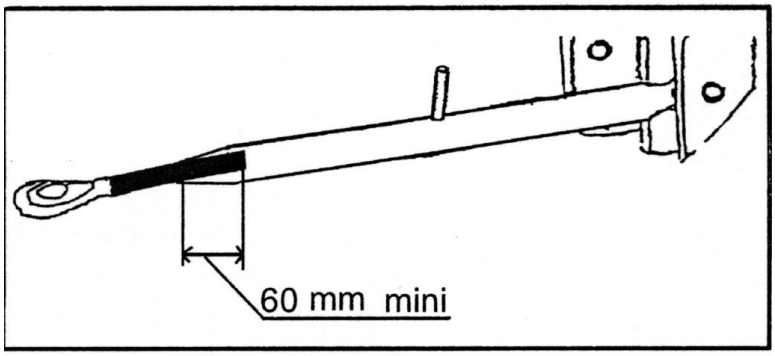

Figure 5
- Vérifiez qu'il reste toujours au moins 60 mm de filetage à l'intérieur du troisième point (figure 5).